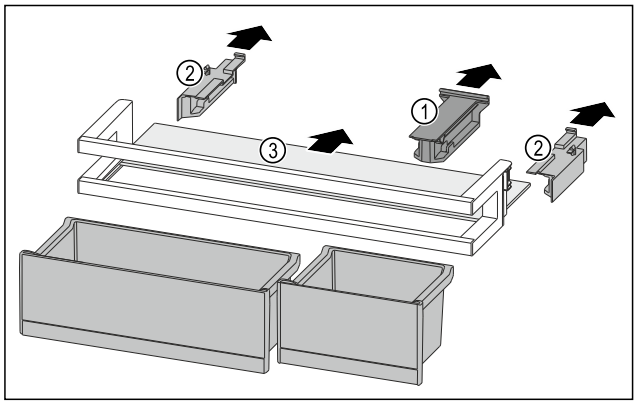

Fig. 148
▶ Desprindeți piesa de susținere *Fig. 148 (1)*.
▶ Desprindeți piesele laterale *Fig. 148 (2)*.
▶ Extrageți raftul *Fig. 148 (3)*.